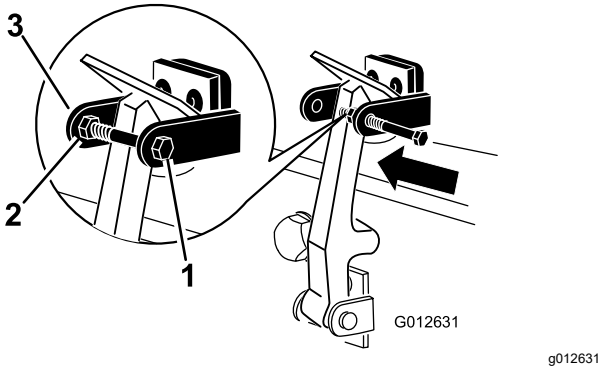

Figura 10
8. Montate il bullone nell'altro braccio della staffa del fermo del cofano per bloccare il fermo in posizione (Figura 10). Serrate il bullone ma non serrate il dado.